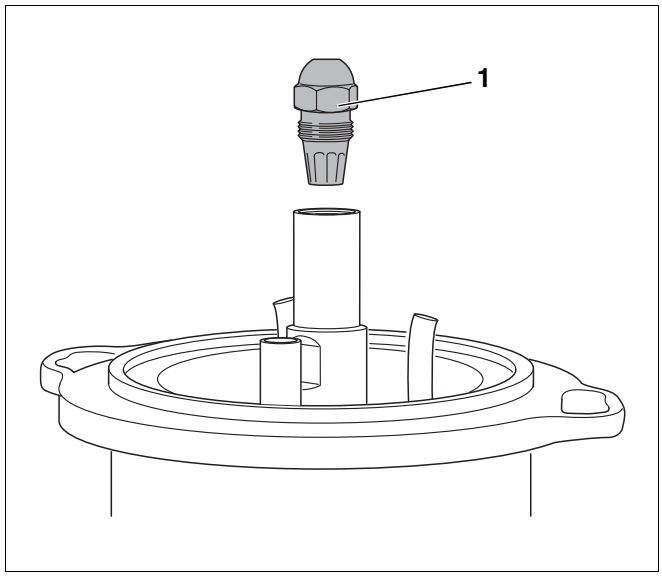

Rys. 60 Odkręcanie dyszy
- Odkręcić dyszę (rys. 60, **poz. 1**) dwoma kluczami SW 16 i SW 19.
- Odkręcić dyszę (rys. 60, strona 71).